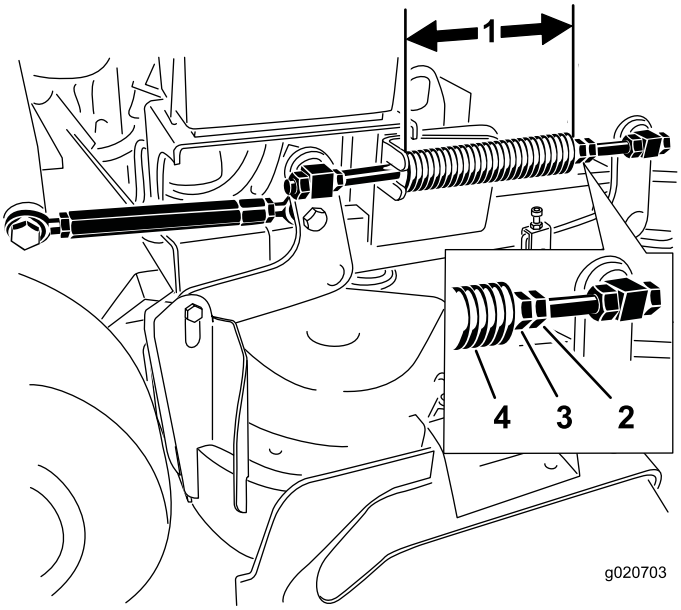

**Figuur 88**
**Opmerking:** De nominale lengte bedraagt 28,2 cm voor maaidekken van 91 cm en 25,7 cm voor maaidekken van 102 cm (Figuur 88).
3. U kunt deze afstand instellen door de contramoer van de veer los te draaien en vervolgens te draaien aan de moer op de voorkant van elke veer (Figuur 88).
4. U borgt de moer in deze stand door de contramoer van de veer vast te draaien (Figuur 88).